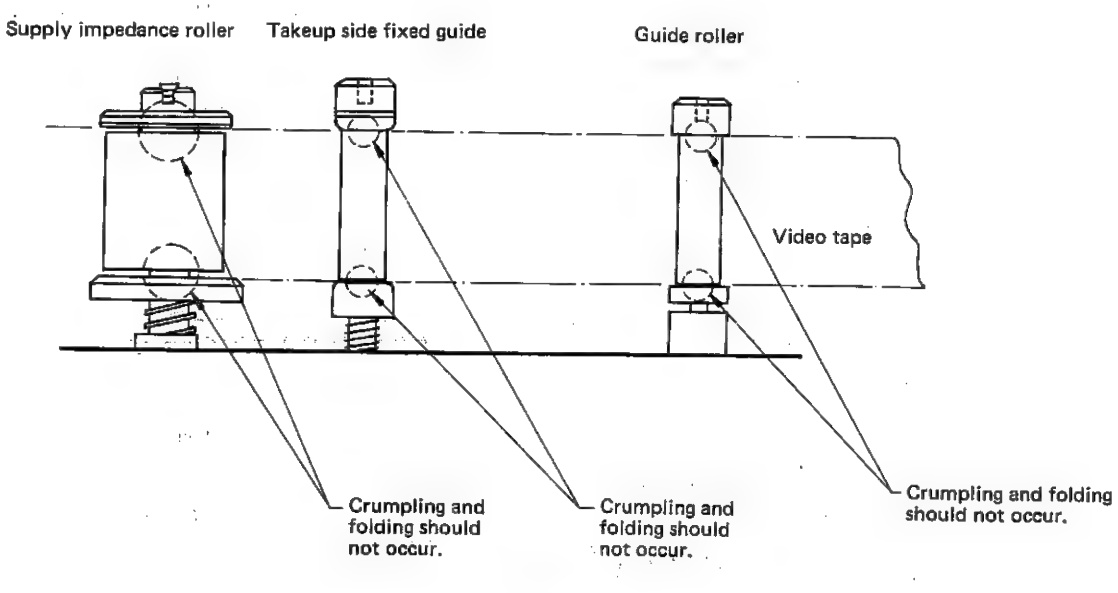

Figure 31.
1. When a video tape is running, check that the tape is neither crumpled nor folded at its edges (see Figure 31).
2. After adjustment, be sure to adjust tape travel and the guide roller (Takeup, Supply). Then check the height of the supply impedance roller fixed guide as shown in Figure 31.